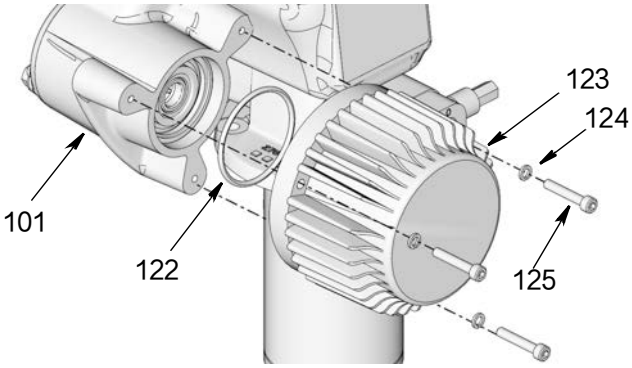

图 22
8. 观察铲气缸 (208) 内填料杆 (215) 和铲活塞 (216) 的位置 （ 参见 “ 泵零配件 ” ，第 39 页 ）。如果活塞没有位于气缸内最低位置：
a. 卸下将电机 (123) 固定在齿轮箱壳体 (101) 上的螺丝 (125) 和垫圈 (124) （ 图 22 ）。
d. 检查 O 形圈 (122) 是否就位，是否仍正确位于电机 (123) 中 （ 图 22 ）。
e. 使用螺丝 (125) 和垫圈 (124) 重新将电机 (123) 安装到齿轮箱 (101) 中。用扳手牢牢固定螺丝。用 12 – 14 英尺磅 （ 16 – 19 牛 • 米 ）的扭力拧紧 （ 图 22 ）。